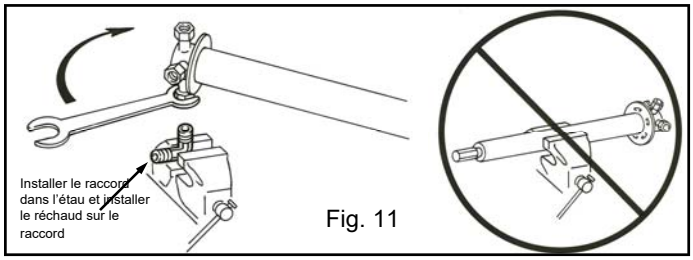

Fig. 11
20. Installez les raccords de plomberie appropriés déterminés à l'étape 18. Pour installer un Placez le raccord dans un étau à la main, tel qu'indiqué à l'étape 18. Puis Commencez à enfiler les raccords à la main, puis utilisez une poignée d'étau pour saisir le et utiliser une clé à fourche de 1 po sur l'hexagone du Hot Fox pour fixer le s'emboîter en place. Voir la figure 11.